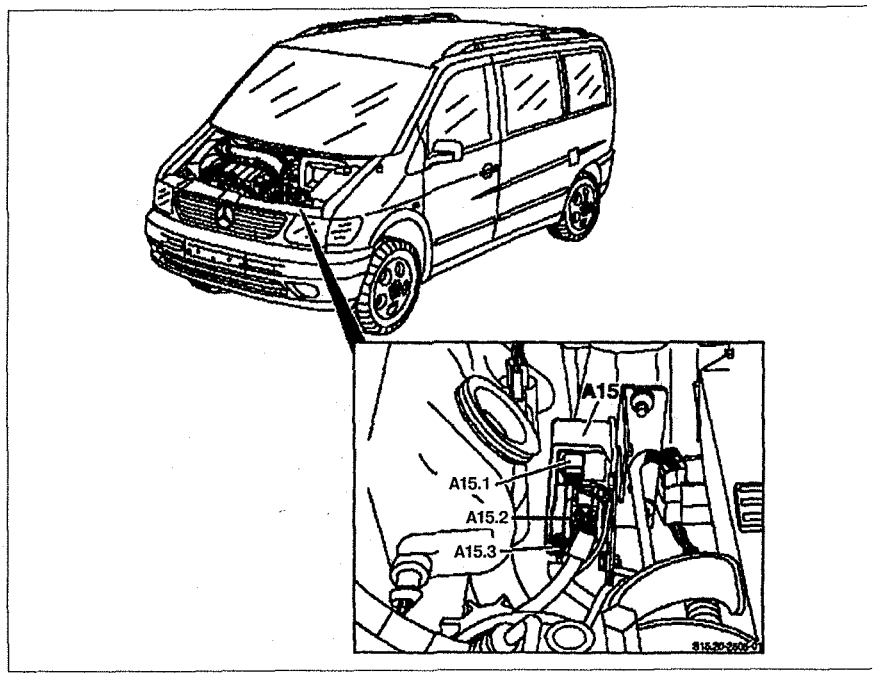

Рис. 5.69. Реле предварительного накала:
2. Отсоедините разъем проводки **A15.1** и **A15.2** (см.рис.5.69).